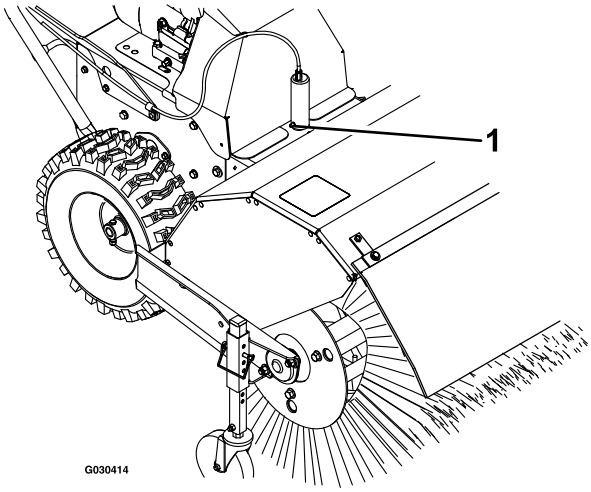

Figur 20
1. Smør fittingen til kostens vinkellåsestift med litiumfedt nr. 2 (Figur 20).